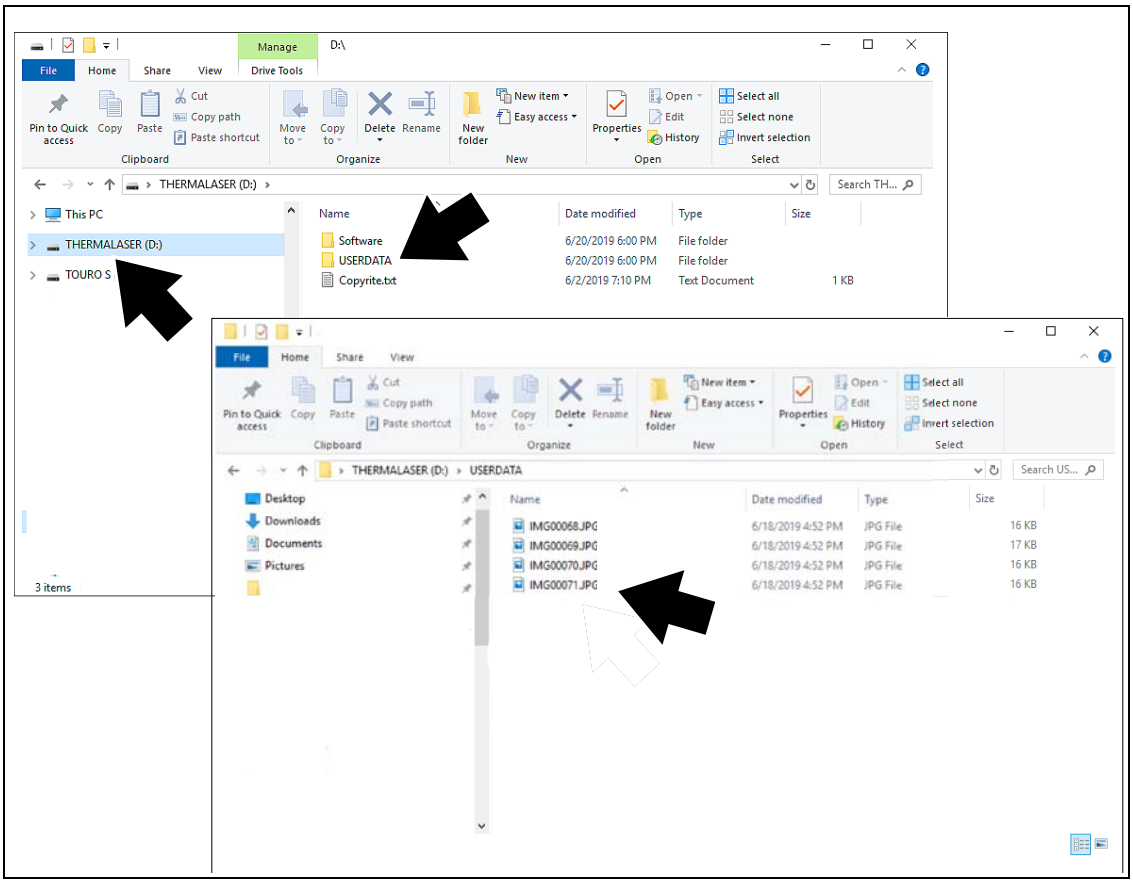

Figura 4-11
4. Seu PC reconhecerá o laser térmico como um dispositivo de armazenamento externo (Por exemplo, Unidade (E:) **THERMALASER**) (Figura 4-11).
5. Usando os aplicativos padrão do Windows em seu PC (por ex., Windows Explorer ou Computador), selecione suas capturas de tela salvas na pasta **“USERDATA”** (Figura 4-11).